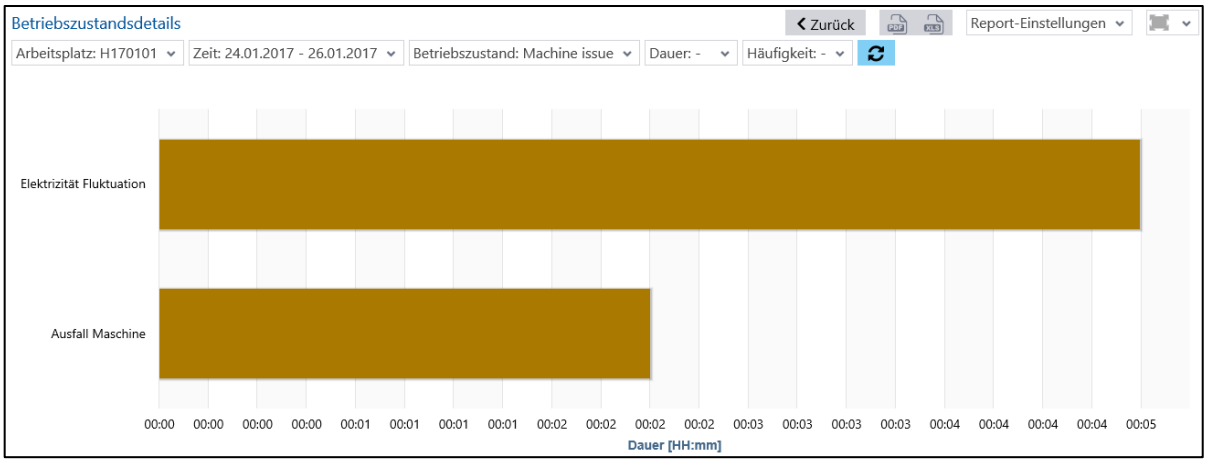

**Bild 65: Hitliste Betriebszustände (Arbeitsplatz) Ebene 2 als Balkendiagramm**
- Hitliste Betriebszustände (Arbeitsplatz) Ebene 2 als Balkendiagramm (Bild 65):